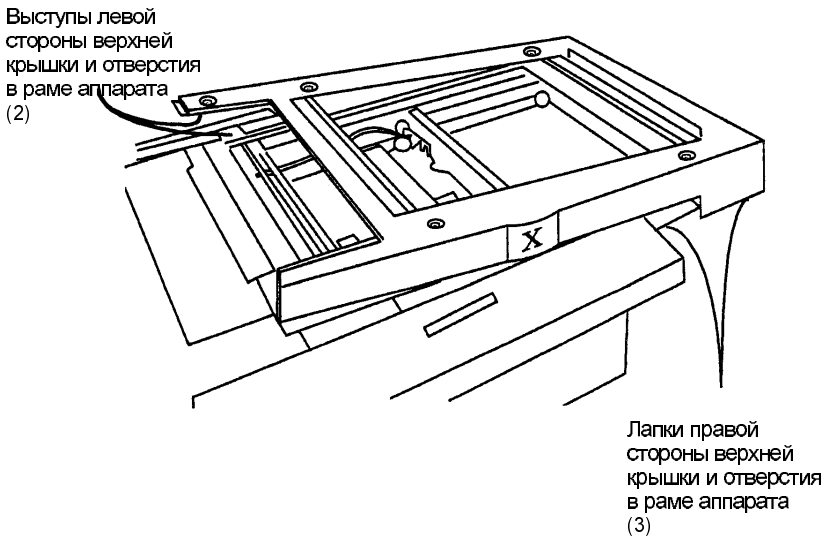

Рис. 2. Установка верхней крышки
1. Установите верхнюю крышку (Рис. 2).
c. Вверните винты (5).